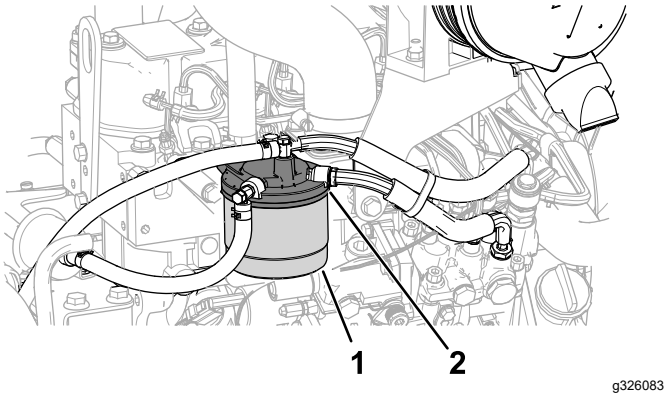

Bild 60
1. Reinigen Sie den Bereich um den Kraftstofffilterkopf (Bild 60).
2. Entfernen Sie den Filter und reinigen die Kontaktfläche (Bild 60).